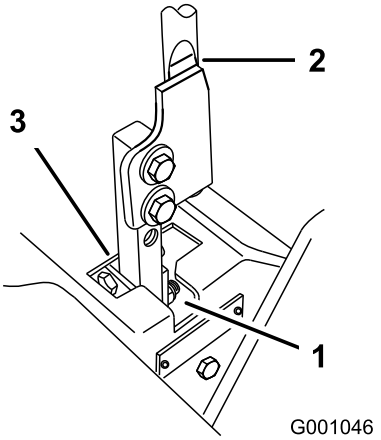

Rysunek 76
5. Ustaw dźwignię w położeniu neutralnym (nie blokuj jej) (Rysunek 76).
6. Pociągnij dźwignię do tyłu aż sworzeń z łbem płaskim (na ramieniu pod osią przegubu wału) zetknie się z końcem szczeliny (będzie lekko naciskać na sprężynę) (Rysunek 76).
7. Sprawdź, w którym miejscu znajduje się dźwignia względem wycięcia w konsoli (Rysunek 76). Powinna ona być wyśrodkowana i umożliwiać obrót na zewnątrz do zablokowanego położenia neutralnego.